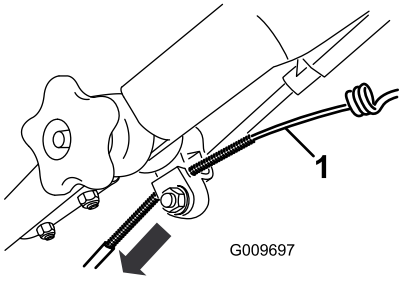

Figur 45
3. Dra kabelkappen nedover helt til du fjerner slakken i den eksponerte kabelen (Figur 45).